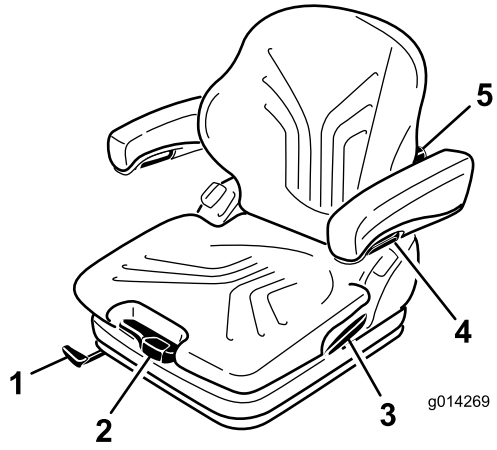

Bild 11
Der Sitz wird durch Ziehen oder Drücken des Gewichtseinstellhebels dem Fahrergewicht angepasst (Bild 11).
1. Um den Sitz einzustellen, bewegen Sie den Hebel zum Entriegeln des Sitzes (Bild 11).
Durch Drehen des Einstellhandrads nach oben kann die Krümmung des oberen Rückenlehnenkissens angepasst werden. Durch Drehen des Einstellhandrads nach unten kann die Krümmung des unteren Rückenlehnenkissens angepasst werden (Bild 11).
Um die Höhe der Armlehnen einzustellen, nehmen Sie die runde Kappe (Bild 11) vom Deckel ab, lösen Sie die Sechskantmutter (13 mm) dahinter, bringen Sie die Armlehnen in die gewünschte Position und ziehen Sie die Mutter fest. Bringen Sie die Kappe wieder auf der Mutter an.
Um den Winkel der Armlehnen einzustellen, drehen Sie das Einstellhandrad (Bild 11).
Ziehen Sie den Arretierhebel nach oben, um die Rückenlehnenarretierung zu lösen (Bild 11). Belasten Sie die Rückenlehne nicht, indem Sie sich anlehnen, wenn Sie die Rückenlehnenarretierung lösen.